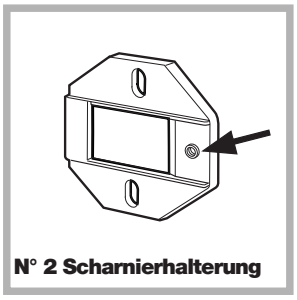

Abb. 1
- Montieren Sie die Scharnierhalterungen an der Front, dabei wird die Bohrung (siehe Pfeil auf *Abb. 1)* nach innen zur Front positioniert und ein Distanzstück eingelegt *(Abb. 4/B)*, verwenden Sie Schrauben vom Typ **C**.